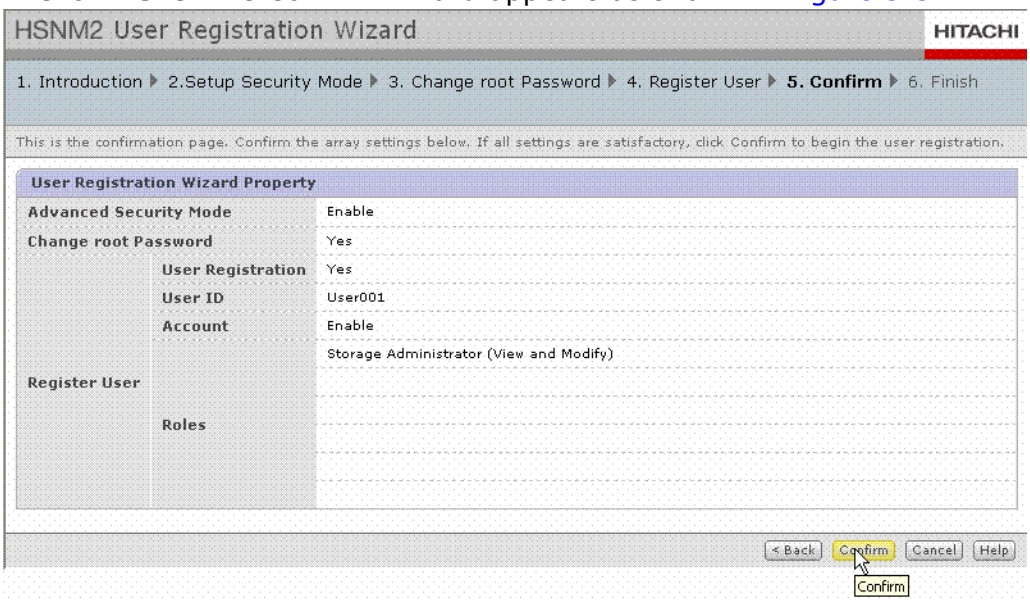

Figure 3-5: HSNM2 User Registration Wizard - Confirm
9. Click **Next**. The Confirm wizard appears as shown in Figure 3-5.